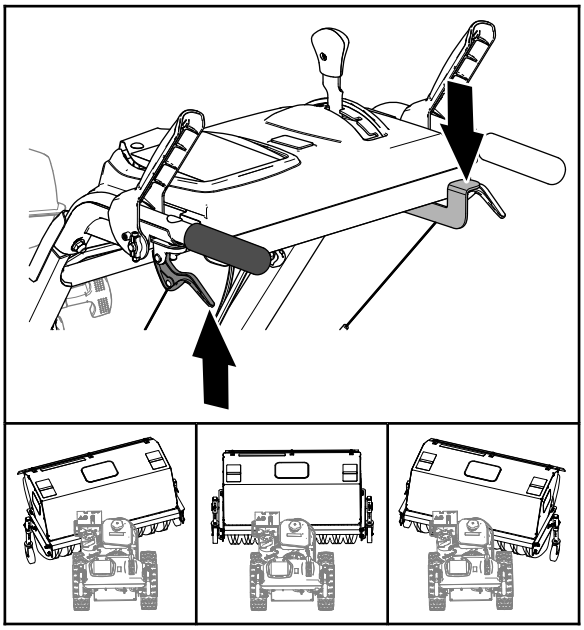

Figure 20
3. Abaissez le levier avec le pouce droit (Figure 20).
4. Serrez le levier de débrayage de la roue gauche contre la poignée (Figure 20) et poussez le carter de la brosse à l'angle voulu.